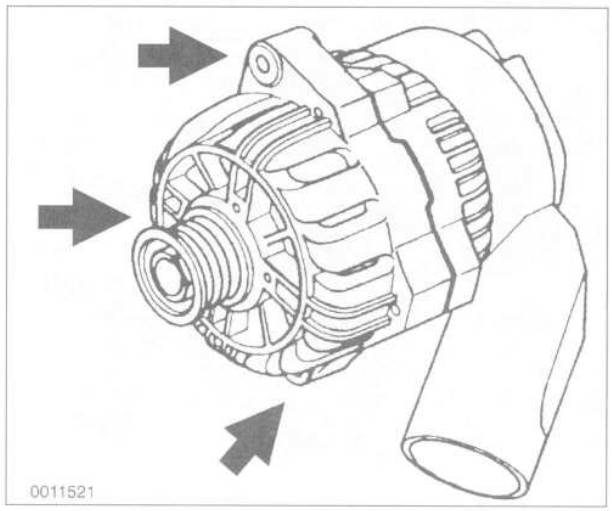

Fig. 4. Alternator mounting bolts (**arrows**). Alternator from M60 engine shown, other alternators are similar.
7. Remove upper adjustment mounting bolt and lower bolt(s) from alternator. Protect front of radiator with heavy cardboard or sheet metal. See Fig. 4.